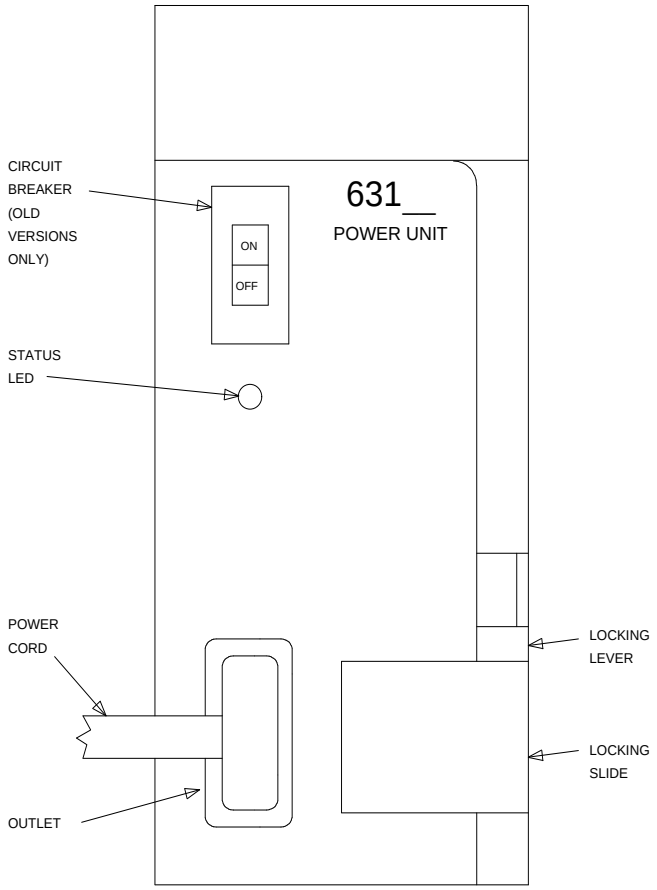

Figure 6-47. 631-Type Power Unit
19. Connect the power cords to the power units. The power cords are the white cables equipped with plugs that are run through the slots in the front of each carrier (see Figure 6-47).